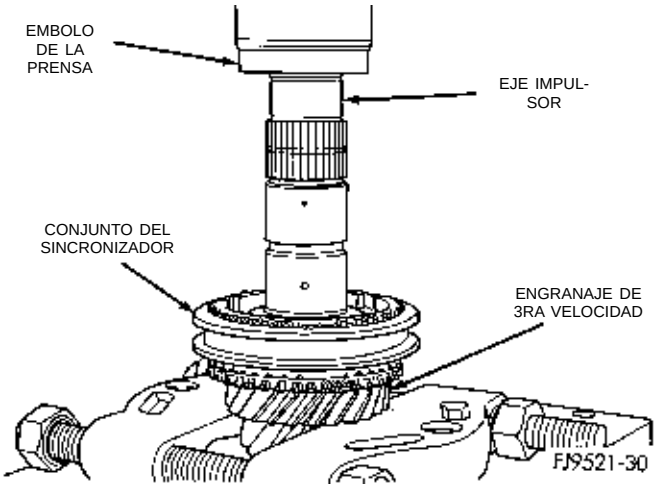

Fig. 88 Desmontaje del engranaje de 3ra velocidad
(10) Instale el eje impulsor en la prensa del taller. Empleando un hendedor de cojinetes, retire el sincronizador de 3-4 y el engranaje de 3ra velocidad (Fig. 88).